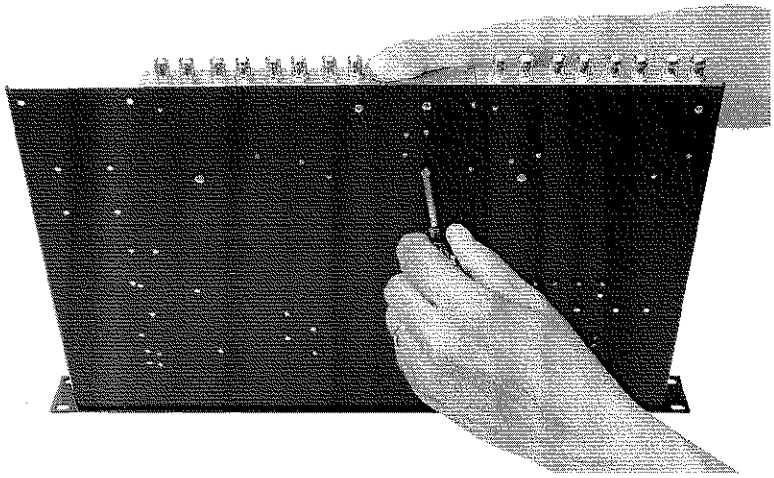

Figure 19: Install the 2-way mounting screws.
2) While holding the 2-way divider in place stand the deck up on its edge and install two 4-40 screws in the mounting holes shown in **Figure 19**.